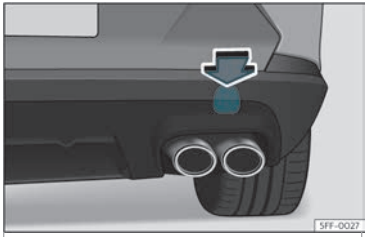

Abb. 45 Auf der rechten Seite des hinteren Stoßfängers: Abdeckung entfernen.
Die Abschleppöse wird in die hinter einer Abdeckung auf der rechten Seite des hinteren Stoßfängers befindliche Aufnahme eingeschraubt››› **Abb. 45**.
- Drücken Sie auf den oberen Bereich der Abdeckung››› **Abb. 45** und klinken Sie diese aus.